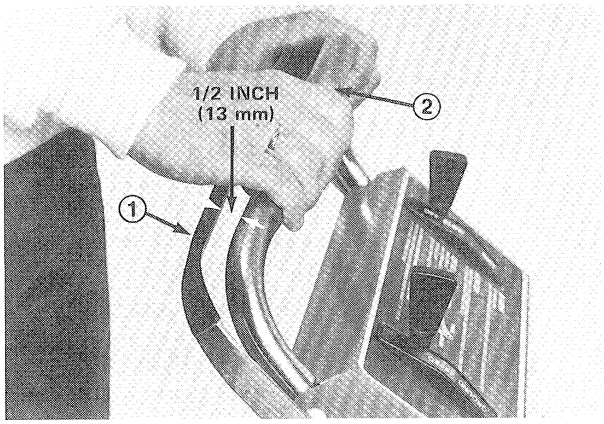

Figure 38
6. Check traction adjustment by slowly squeezing traction control lever toward upper handle. Traction control lever should be approximately 1/2 inch (13 mm) from upper handle when traction drive belt becomes tight (Fig. 38). If loss of traction still occurs after adjustment, repeat steps 4-6.